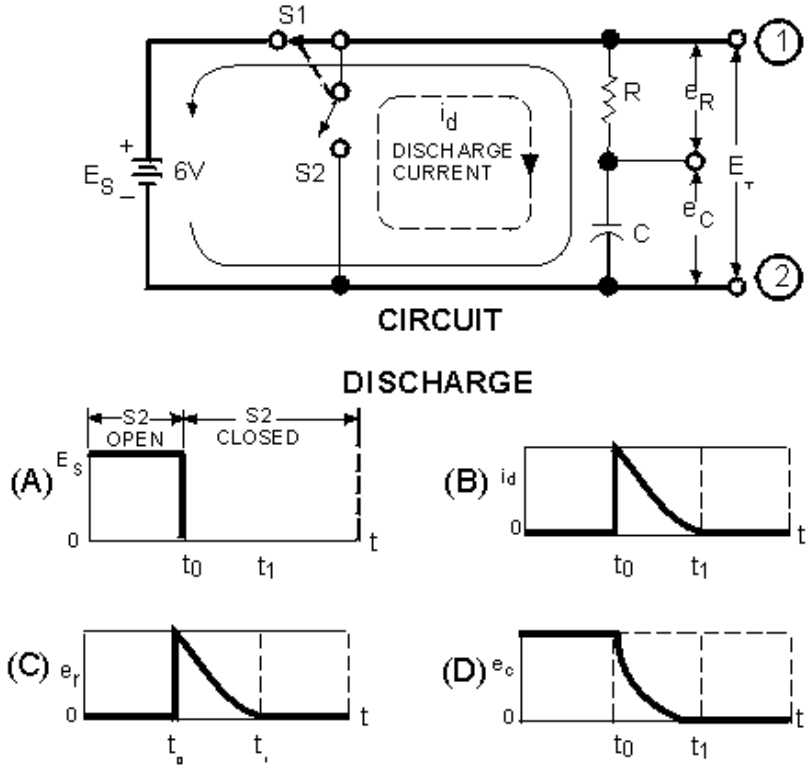

Figure 3-10.—Discharge of an RC Series circuit.
In figure 3-10 at time t_0, the capacitor is fully charged. When S1 is open and S2 closes, the capacitor discharge cycle starts. At the first instant, circuit voltage attempts to go from source potential (6 volts) to zero volts, as shown in graph (A). Remember, though, the capacitor during the charge cycle has stored energy in an electrostatic field.
By comparing graph (A) with graph (D) of figure 3-10, you can see the effect that capacitance has on a change in voltage. If the circuit had not contained a capacitor, the voltage would have ceased at the instant S1 was opened at time t_0. Because the capacitor is in the circuit, voltage is applied to the circuit until the capacitor has discharged completely at t_1. The effect of capacitance has been to oppose this change in voltage.